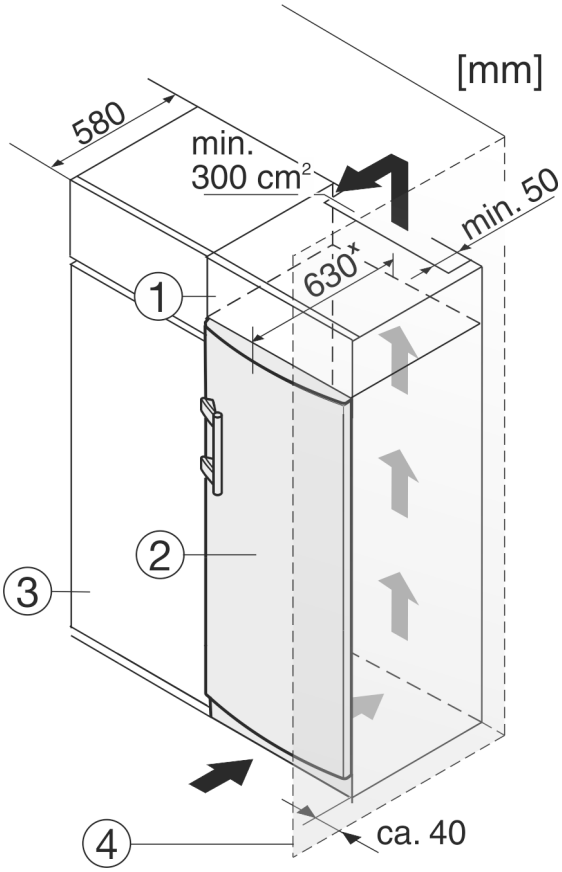

Fig. 9
L'appareil peut être entouré de meubles de cuisine. Pour adapter l'appareil *Fig. 9 (2)* à la hauteur des placards de la cuisine intégrée, on peut placer un élément haut *Fig. 9 (1)* au-dessus de l'appareil.
Lors de la transformation avec des placards de cuisine (profondeur max. 580 mm), l'appareil peut être placé directement à côté du placard de cuisine *Fig. 9 (3)*. L'appareil dépasse latéralement de 34 mmx et de 50 mmx au centre de l'appareil par rapport à la face avant du placard de cuisine.
Si l'appareil est installé avec les charnières à côté d'un mur *Fig. 9 (4)*, la distance entre l'appareil et le mur doit être de 40 mm min. Ceci correspond à la saillie de la poignée lorsque la porte est ouverte.